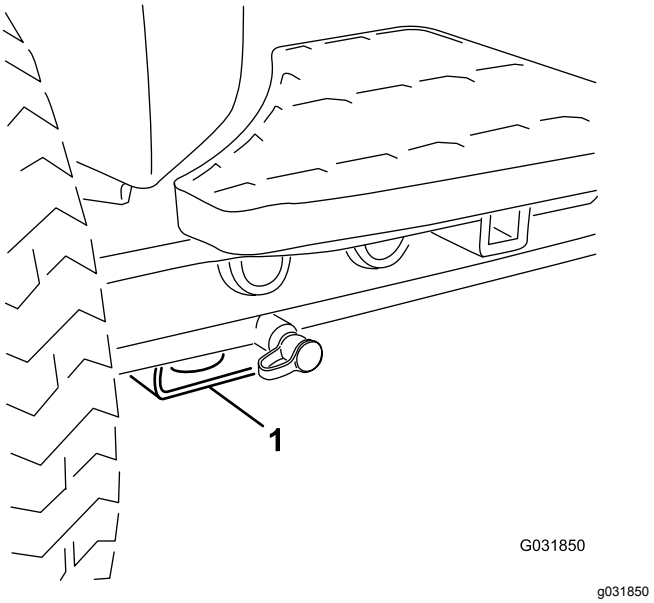

Figur 43
- For – rektangulær plade, under akselrøret, indvendigt i forhold til hvert fordæk (Figur 43).